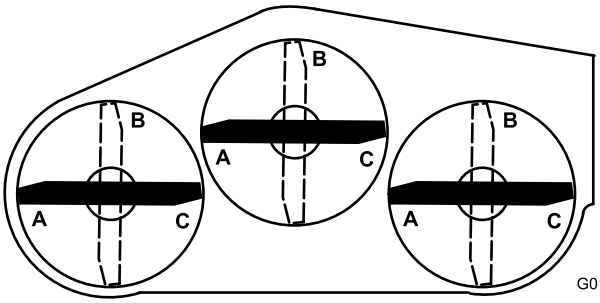
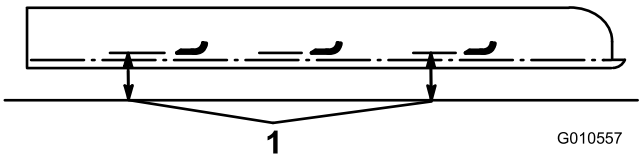

**Figur 27**
**Figur 28**
6. Anbring alle 3 skæreknive i positionen A (Figur 27), og mål fra den plane overflade til bunden af hver skæreknivs spids (Figur 28). Skriv afstanden ned.
7. Drej skæreknivene til positionen B (Figur 27), mål afstanden fra alle skæreknivene til den plane overflade. Skriv målene ned (Figur 28).
8. Drej skæreknivene til positionen C, mål, og skriv den målte afstand ned (Figur 27 ogFigur 28).